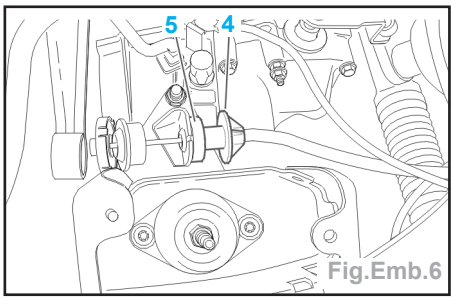

Fig.Emb.6
- Déposer (dans l'ordre suivant) (Fig.Emb.6) :
- l'embout de gaine (4),
- le tampon (5),